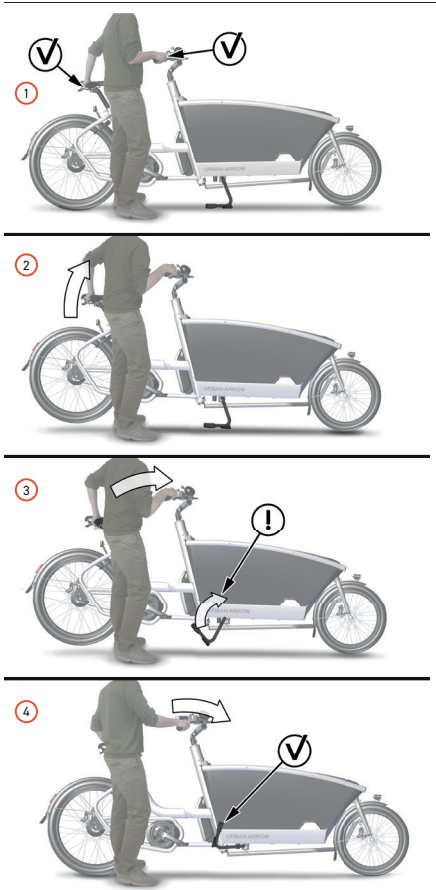

Afbeelding 25: De fiets van de standaard afhalen
3. Houd de dichtstbijzijnde handgreep **118** met één hand vast (zie stap 1 in afbeelding 25).
4. Trek de hendel onder het zadel **5** met uw andere hand omhoog (zie stap 2 in afbeelding 25).
5. Duw de fiets naar voren. De veerbelaste standaard zal dan naar boven draaien en uit de weg gaan (zie stap 3 en 4 in afbeelding 25).